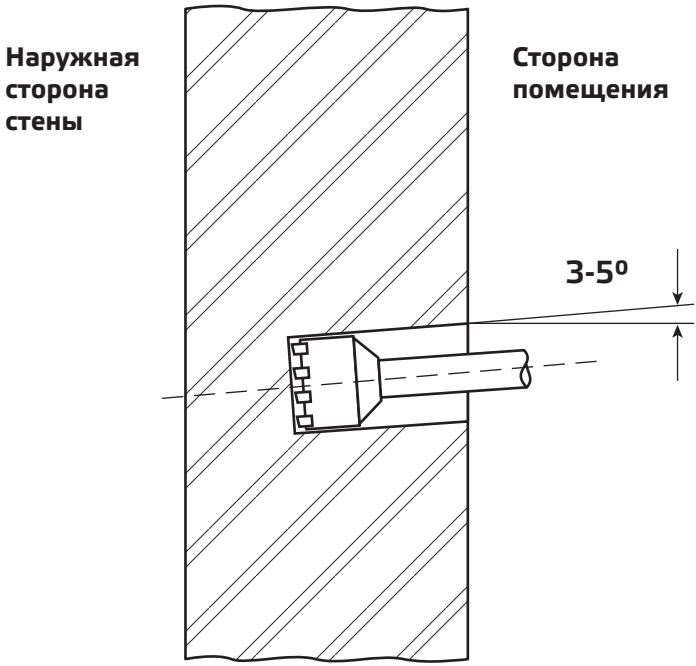

Рис.4. Прокладка канала воздуховода в стене
4.6.5. Пробурить канал воздуховода диаметром 132 мм согласно разметке. Обязательно использование промышленного пылесоса для удаления продуктов бурения и пыли в месте бурения см. рис. 4.